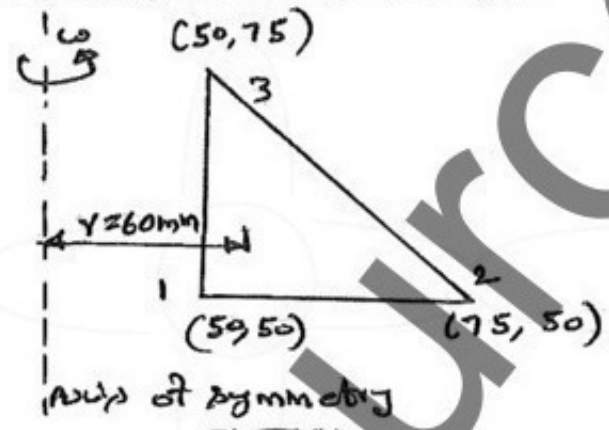

Fig.Q9(b) **(08 Marks)**
b. For the element of an axisymmetric body rotating with a constant angular velocity w = 1000 rev/min as shown in Fig.Q9(b), determine the body force vector. Include the weight of the material, where the specific density is 7850 kg/m^3.